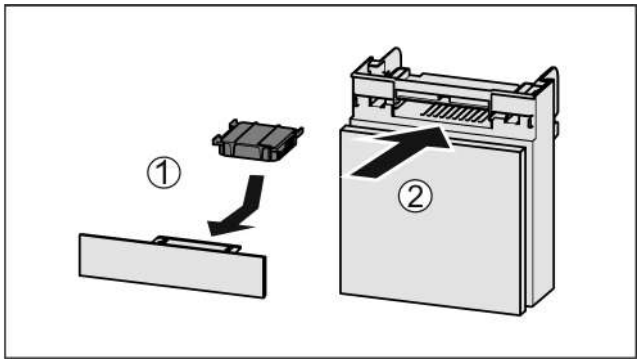

Fig. 149
- ▶ Coloque el filtro de carbón activo según se indica en la ilustración *Fig. 149 (1)*.
- ▶ Introduzca el compartimiento *Fig. 149 (2)*.